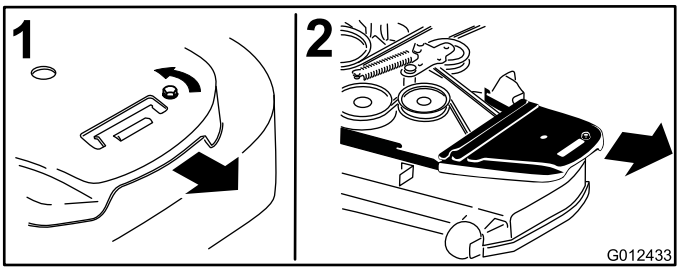

Figur 73
4. Fjern remskærmene og de bolte, der sidder på dem (Figur 73).